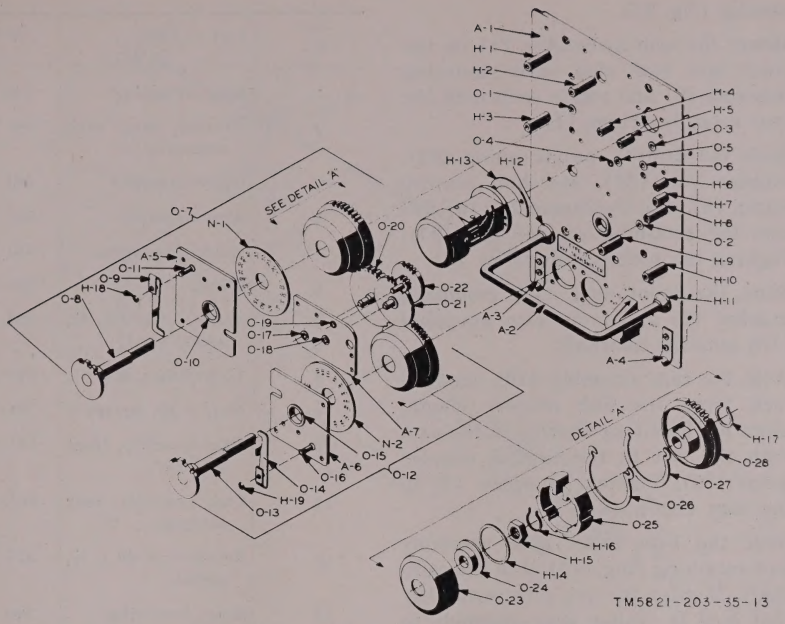

Figure 52. Autopositioner system, exploded view.
(5) Replace the rf amplifier subassembly (par. 62*b*).
(6) Replace the 0.05-mc oscillator subassembly (par. 60*b*).
69. Disassembly and Reassembly of Autopositioner System (fig. 52)
(7) Unscrew the three roundhead screws that hold the Autopositioner plate assembly (A–5), fig. 52) and spacing posts (H–1, H–2, H–3) on the front of the front panel and remove the Autopositioner assembly (0–7).
(1) Replace the Autopositioner plate assembly (A–5), fig. 52) to the spacing posts (H–1, H–2, H–3) on the front of the front panel.
(8) Unscrew the three roundhead screws that retain the Autopositioner plate assembly (A–6, fig. 52) and spacing posts (H-8, H-9, H-10) on the front of the front panel assembly.
(9) Remove the 1-Mc Autopositioner assembly (0-12).
(1) Replace the Autopositioner plate assembly (A–6, fig. 52) and its three spacing posts (H-8, H-9, H10) to the front of the front panel. Retain them with the three holding screws.